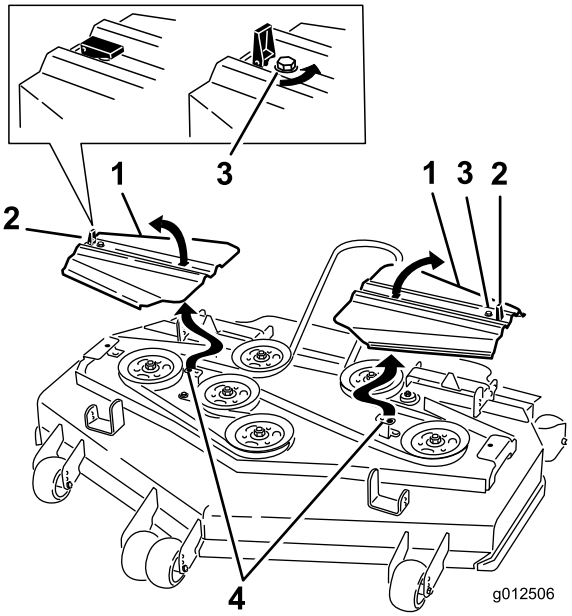

Figur 62
12. Monter remdekslene med tappene i slissene. Monter skruene og fest låsene (Figur 62).